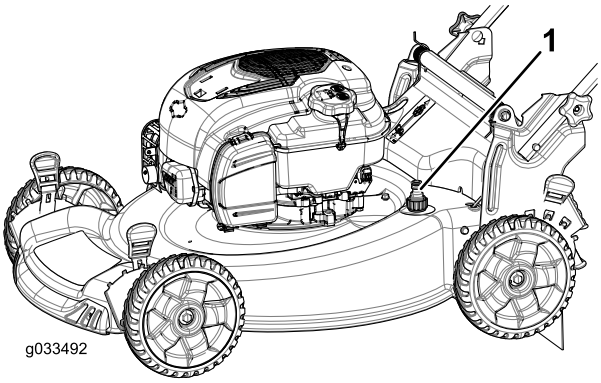

Figur 25
5. Anslut en trädgårdsslang, som är ansluten till en vattenkälla, till tvättanslutningen (Figur 25).